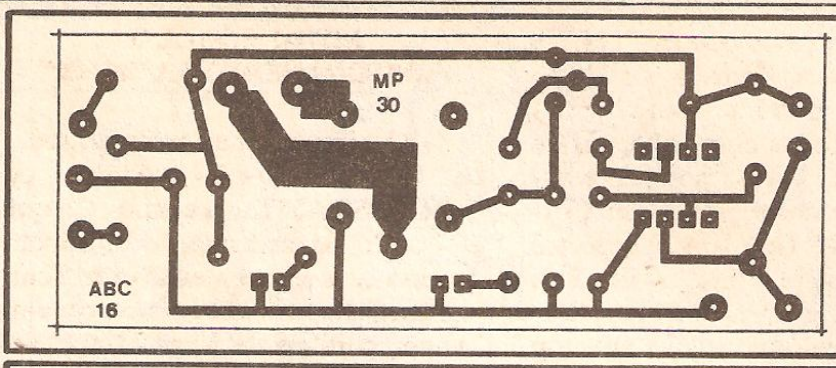

Fig.4
- FIG. 4 - CIRCUITO IMPRESSO ESPECÍFICO (ESCALA 1:1) - A plaquinha, cujo padrão cobreado é mostrado na figura em tamanho natural (para facilitar a "carbonagem" direta...) é simples, pouco "congestionada", de fácil confecção pelo próprio Leitor/"Aluno" (desde, obviamente, que possua os materiais básicos necessários à traçagem, corrosão, furação e limpeza...). Cuidados especiais devem ser dedicados nas regiões das ilhas destinadas às "perninhas" do Integrado, já que constituem contatos muito pequenos e muito próximo uns dos outros, favorecendo os probleminhas de "curtos" ou "emendas" acidentais, por falha na corrosão, etc. Terminada a confecção da placa, é bom conferir tudinho com muita atenção, corrigindo eventuais defeitos **antes** de começar as soldagens...